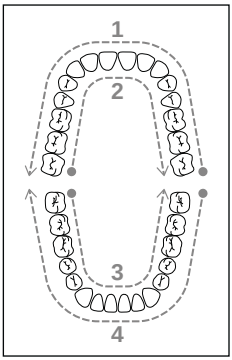

Abb.10
- ♦ Sie können sich für die Abfolge der Reinigung an folgender Abbildung orientieren (siehe Abb. 10). Die Zahlen in der Abbildung stehen für die Reihenfolge der zu reinigenden Gebissbereiche: